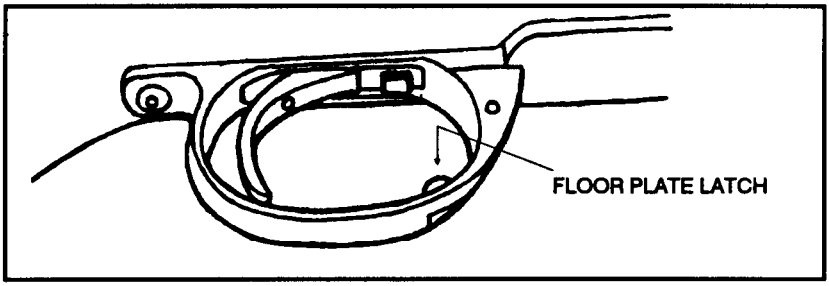

Figure 2-17. Floor plate latch.
(1) Point the muzzle in a safe direction.
(2) Ensure the safety is in the "S" position.
(3) Raise the bolt handle.
(4) Put one hand over the top ejection port. Slowly pull the bolt handle back with the other hand to remove the cartridge from the chamber.
(5) Remove the cartridge from the rifle.
(6) Put a hand under the floor plate.
(7) Push the floor plate latch to release the floor plate (Figure 2-17, page 2-18). The magazine spring and follower will be released from the magazine.
(8) Remove the released cartridges.
(9) Push in the magazine follower, then close the floor plate.